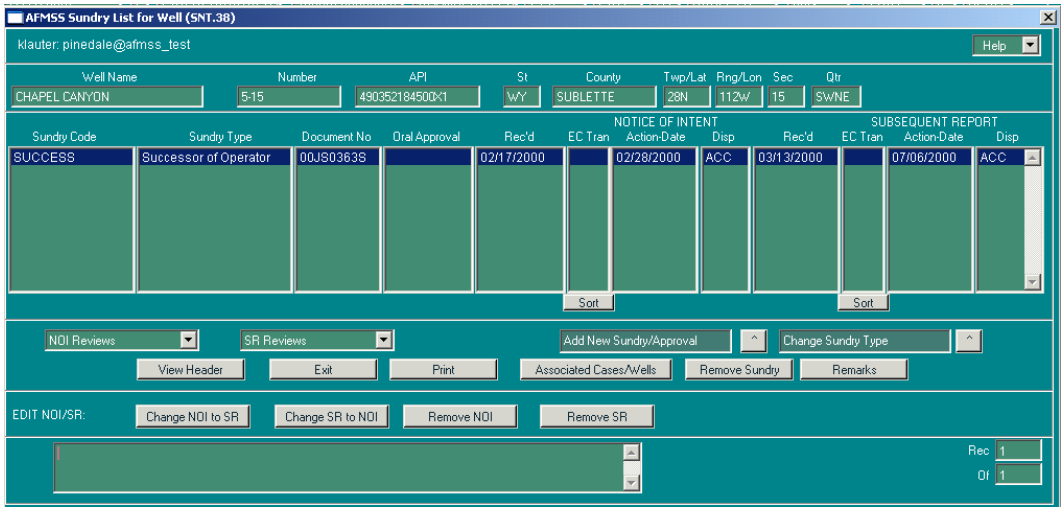

Figure 3-30: Non-Indian AFMSS Sundry List for Well (SNT.38) Window
Operators must file a Sundry Notice (SN) if any previously approved plans are to be changed after drilling operations begin. SNs are change requests for one or more wells or facilities after the well is in operation. There are two primary types of sundry notices, a Notice of Intent (NOI) and a Subsequent Report (SR). An SN change can undergo the same reviews as in the processes with an APD initiating a new well or updating an existing well. Additionally, for an noi an Oral Approval may also be performed. The *Non-Indian AFMSS Sundry List for Well (SNT.38)* window (Figure 3-30) provides access to sundry functions for wells.